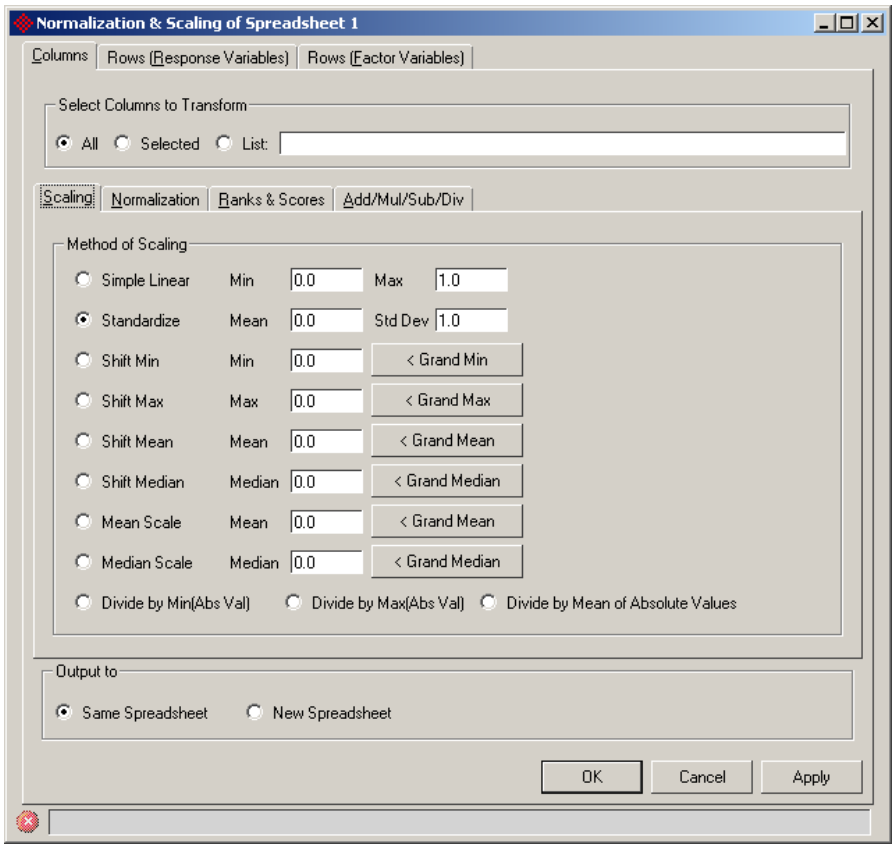

Figure 10. 4: Configuring the Scaling page of the Normalization & Scaling dialog
- Select the columns or rows to be transformed by clicking the tab at the top of the dialog (Figure 10. 4)
The following scaling methods are in Partek (Figure 10. 4):